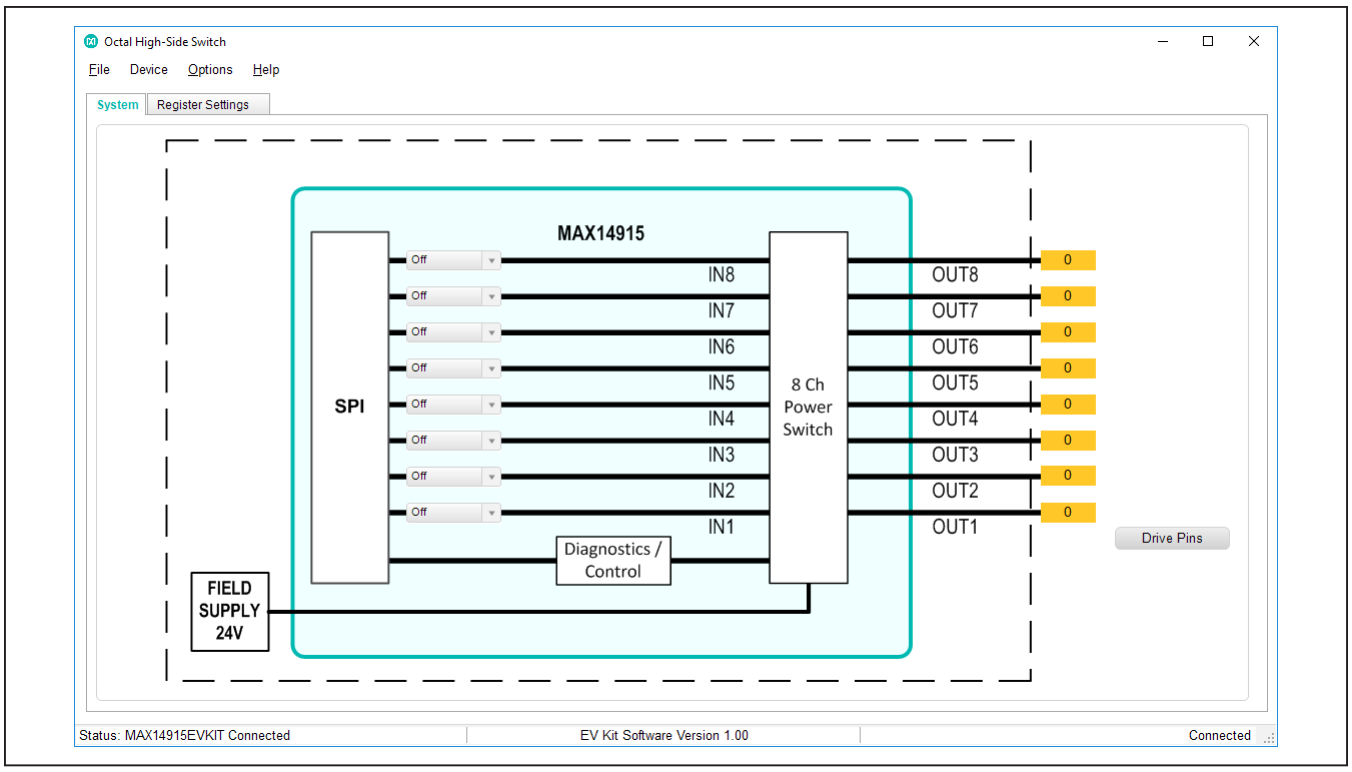

Figure 1. MAX14915 EV Kit GUI System Tab
6) Start the EV kit software by opening its icon in the **Start | Programs** menu. The EV kit software appears as shown in Figure 1. Verify that the lower-right status bar indicates the EV kit hardware is **Connected**.